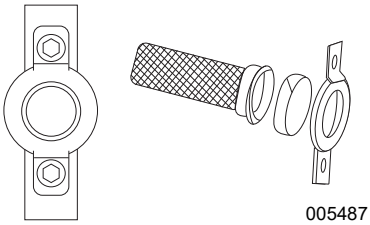

*Figura 4-6. Pantalla del supresor de chispas*
1. Consulte la *Figura 4-6*. Retire la pinza para quitar la sujeción.